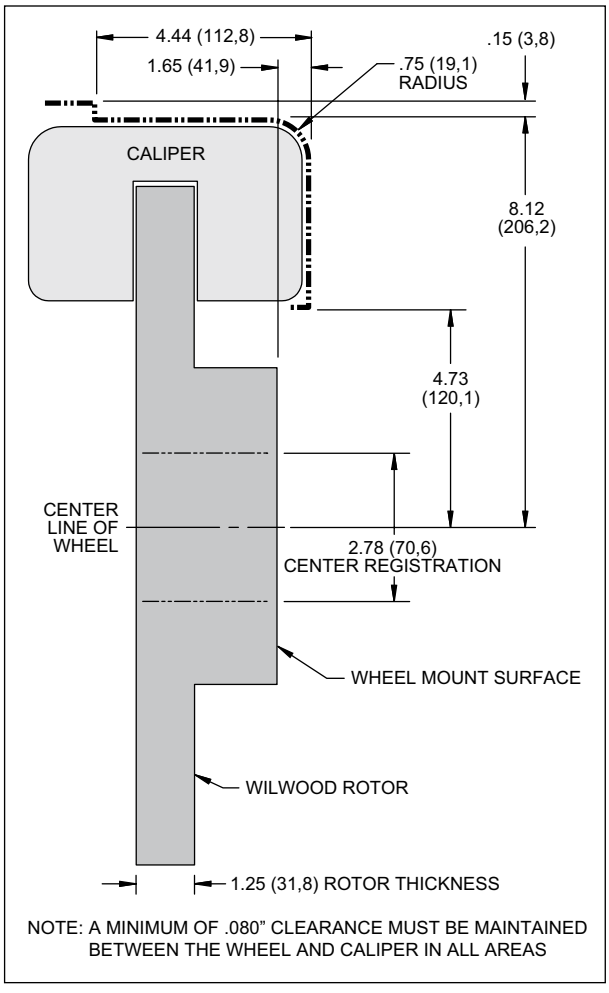

Figure 2. Wheel Clearance Diagram
- **This kit requires a minimum of 18” or larger wheels and is unlikely to fit OEM factory wheels without wheel spacers. Aftermarket wheels are more likely to fit, but may require a wheel spacer. Please refer to wheel clearance diagram (Figure 2, page 3) for the specific sizing requirements to determine compatibility. Parts that have been installed may not be returned or exchanged.**
•Verify your wheel clearance using Figure 2.